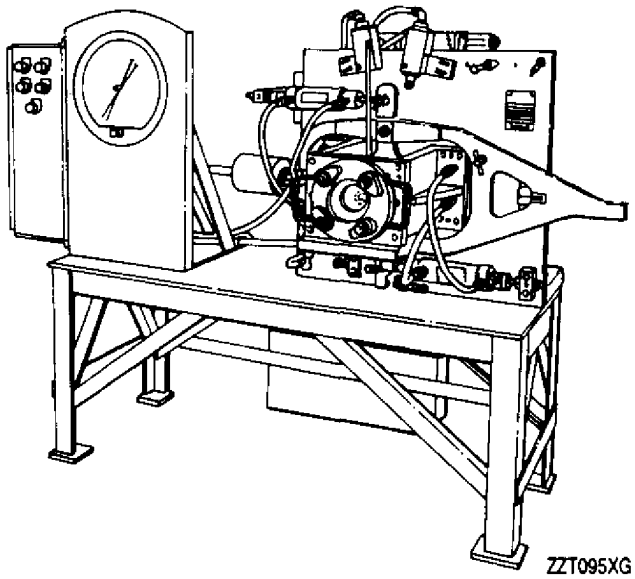

Figure 10. 6797903 Torque Check Fixture
a. Install safety coupling assembly in 679790 check fixture (figure 10) by bolting assembly to fixture coupling pilot.